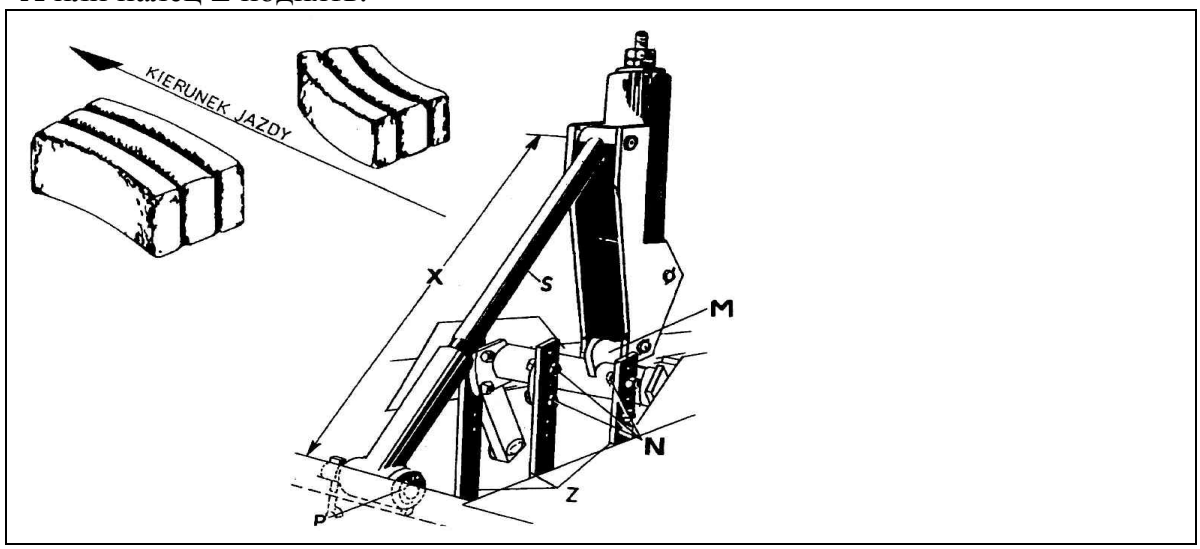

Рис. 42 Регулировка подающих граблин.
- искривление тюка влево Рис. 42; управляющий рычаг S выкрутить, увеличивая размер X или палец Z опустить.